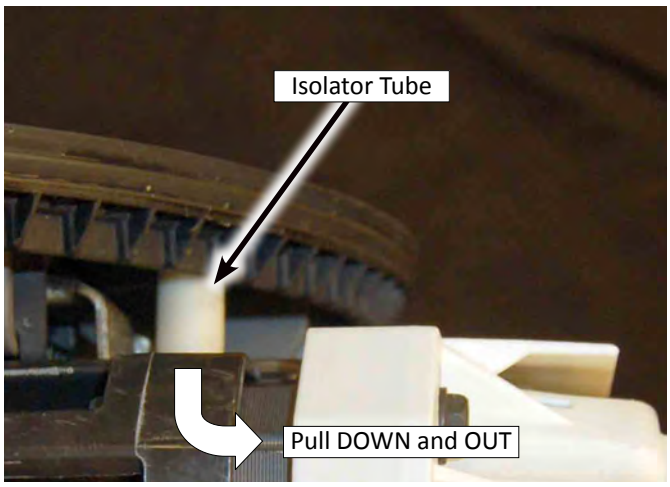

Figure 4
5. Pull down slightly on wash motor so that the isolator tube (see Figure 4) clears the sump edge gasket.